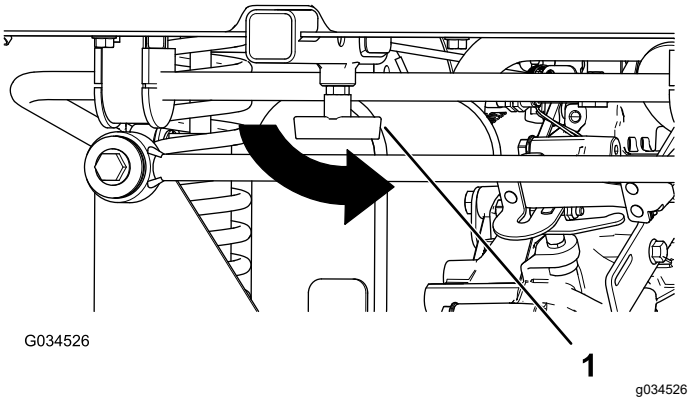

Figur 20
4. Stram T-håndtaket ved å rotere det mot klokken (Figur 20).